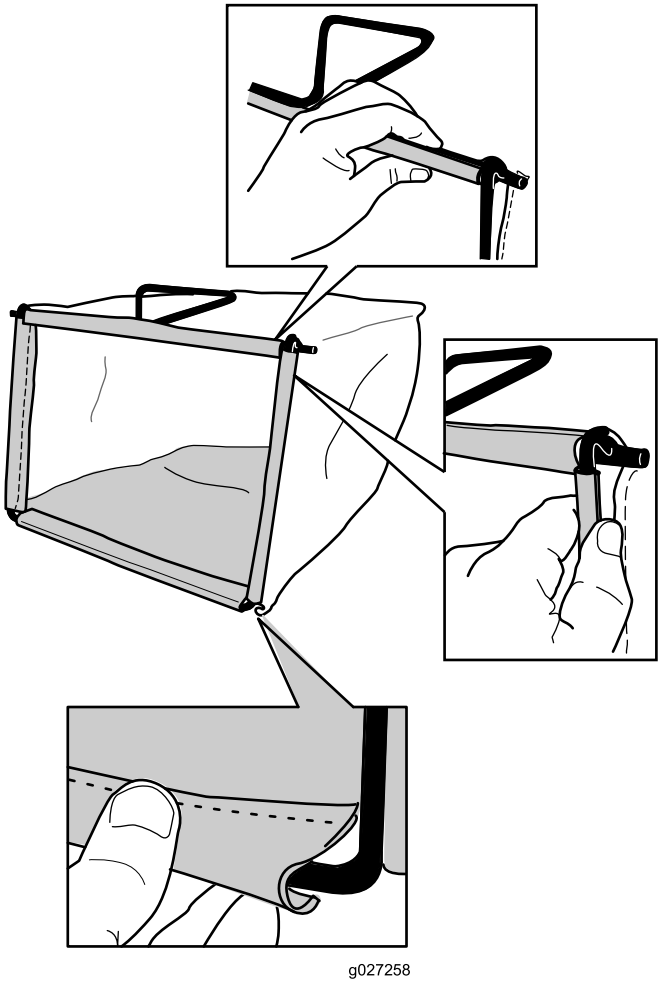

Figur 10
2. Haka fast uppsamlarens nedre kanal på den nedre delen av ramen (Figur 10).
3. Haka fast uppsamlarens övre kanal och sidokanaler på överdelen respektive sidorna på ramen (Figur 10).